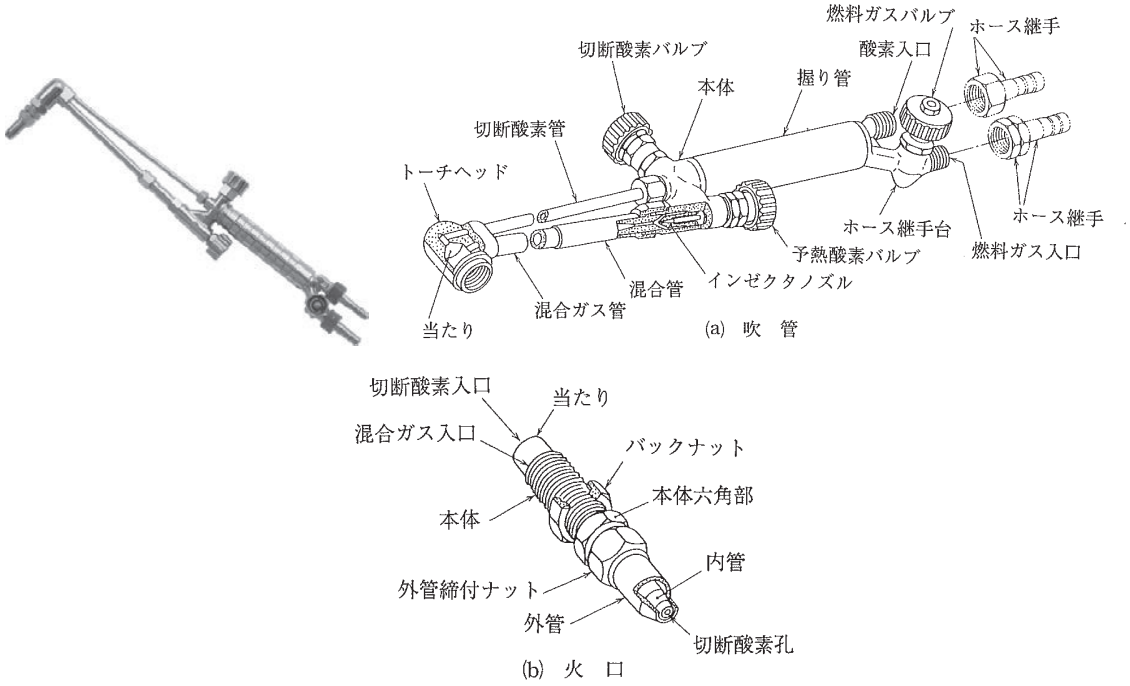

図 3.17 JIS 1 形切断器（低圧用）[15)]
1) 手動ガス切断器は，吹管及び火口の構造の違いから，1 形切断器と 3 形切断器に分類される（図 3.17，3.18）。